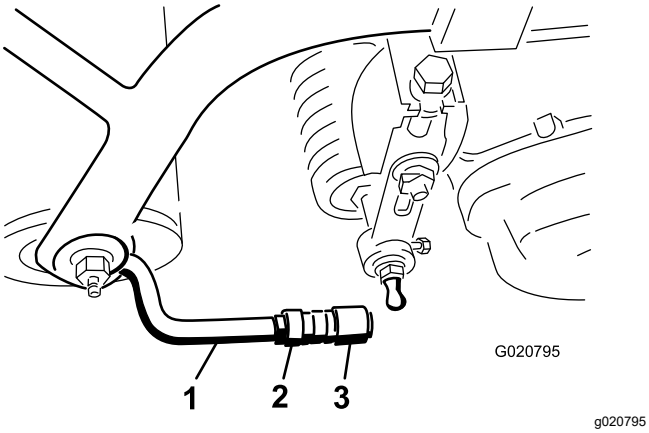

Figure 8
5. Alignez les douilles de rotule de sorte que le côté ouvert soit centré vers la tige de rotule, puis serrez les écrous de blocage pour fixer les douilles en position (Figure 8).